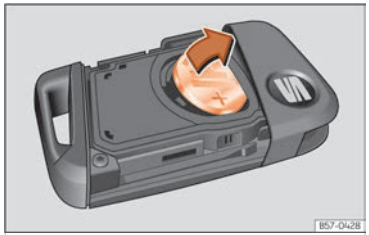

Fig. 47 Vehicle key: removing the battery.
- Lever the battery out of its compartment ››› Fig. 47.